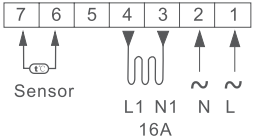

Рисунок 18. Схема подключения терморегулятора к сети
4. Подвести к коробке силовой кабель электрической сети, провода питания нагревательного кабеля и датчика температуры пола в гофрированной трубе. Выключатель терморегулятора должен находится в положении — выключено. Произвести подключение согласно рис. 18.